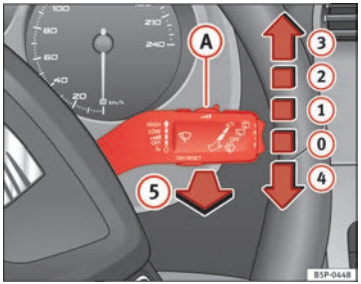

Fig. 83 Windscreen wiper and windscreen wash lever
The windscreen wiper lever ⇒ Fig. 83 has the following positions:
- The next speed down will automatically be selected if speed ⇒ Fig. 83 (2) or (3) is selected when the vehicle stops. The set speed will be resumed when the vehicle starts again